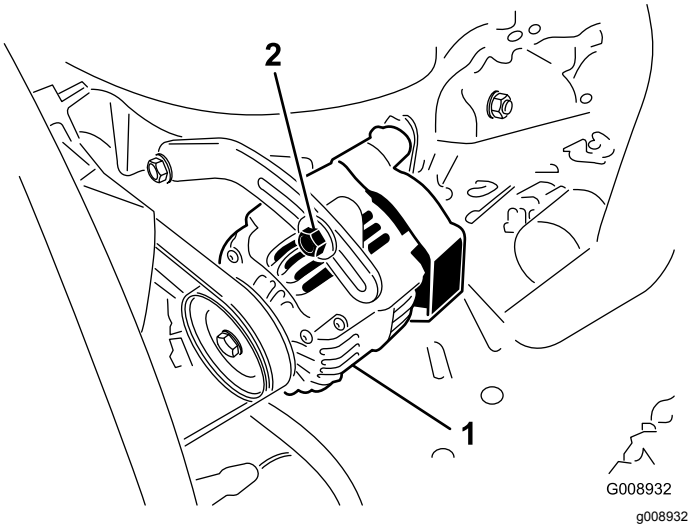

Rysunek 45
2. Jeżeli ugięcie nie wynosi 10 mm, poluzuj śruby mocujące alternator (Rysunek 45).